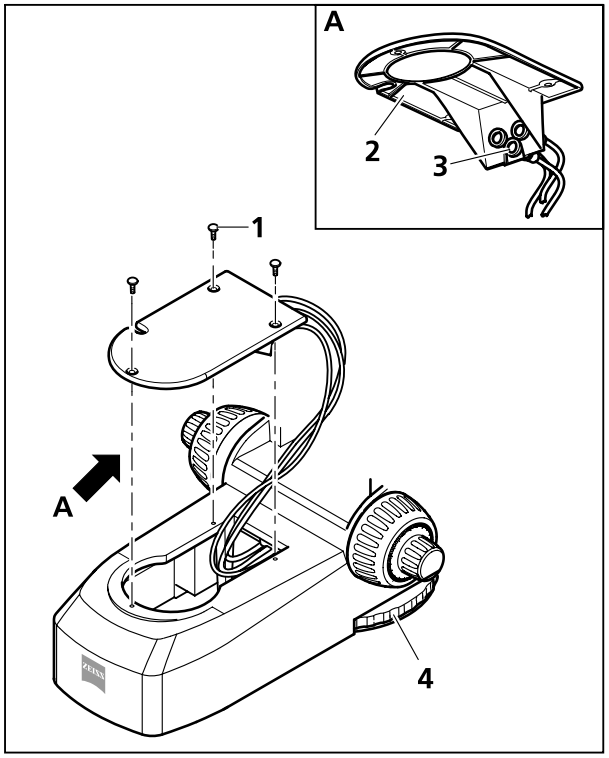

Bild 3-21 LED-Beleuchtung anschließen
- Drei Schrauben (Bild 3-21/**1**) der Abdeckung (Bild 3-21/**2**) des Gerätefußes herausschrauben und Abdeckung abnehmen.
- Leuchtenstecker der LED-Beleuchtung in die Anschlussbuchse in der Abdeckung (Bild 3-21/**3**) einstecken.
Die Intensitätsregelung der LED-Durchlichtbeleuchtung erfolgt durch Drehen des Stellrades (beidseitig bedienbar) (Bild 3-21/**4**).